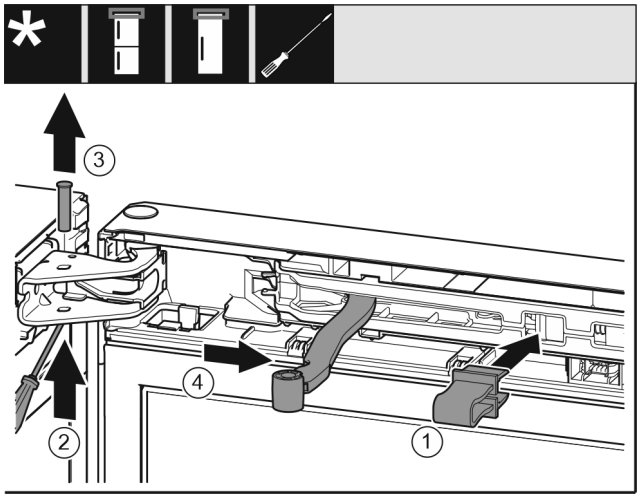

Fig. 9
▶ Pojistku *Fig. 9 (1)* nechte zapadnout do otvoru.
▶ Vyšroubujte čep *Fig. 9 (2)*.
▶ Čep *Fig. 9 (3)* vyjměte nahoru.
▶ Otočte kloub *Fig. 9 (4)* směrem ke dveřím.